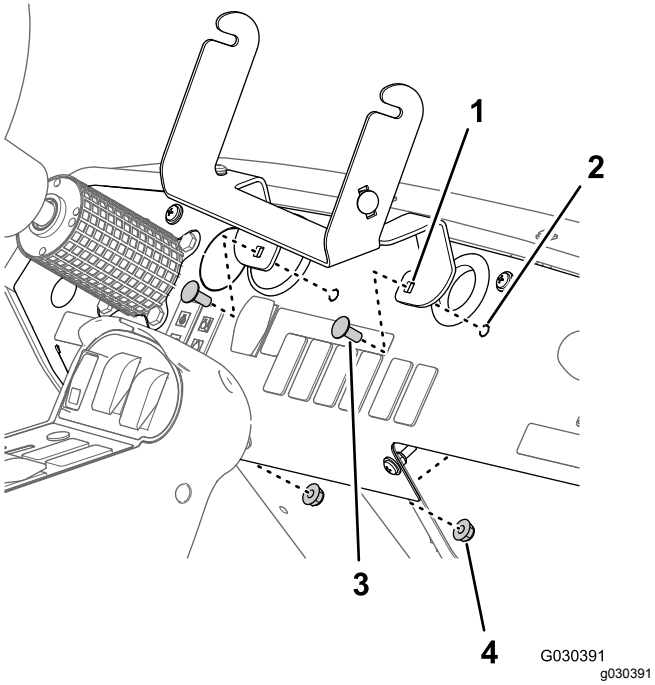

Figur 7
6. Fjern de to bræddebolte (5/16 x 3/4 tomme) og to flangelåsemøtrikker (5/16 tomme), der fastgør støttebeslaget til instrumentpanelet, og fjern støttebeslaget fra maskinen (Figur 7).